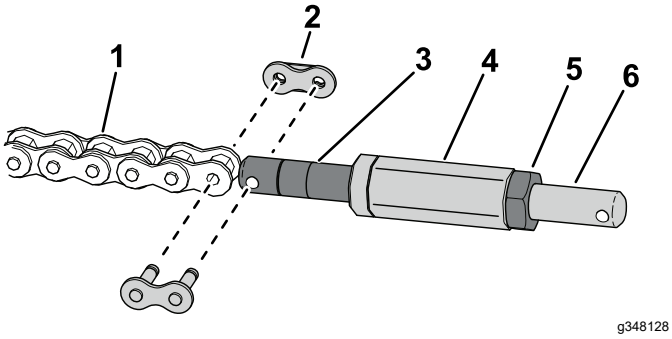

Rysunek 3
3. Użyj ogniwa łańcucha, aby zamocować łańcuch do śruby rzymskiej łańcucha (Rysunek 3).
4. Zamontuj wałek sześciokątny do śruby rzymskiej łańcucha (Rysunek 3).
5. Za pomocą przeciwnakrętki zamocuj śrubę rzymską ogniwa łańcucha do wałka sześciokątnego (Rysunek 3).